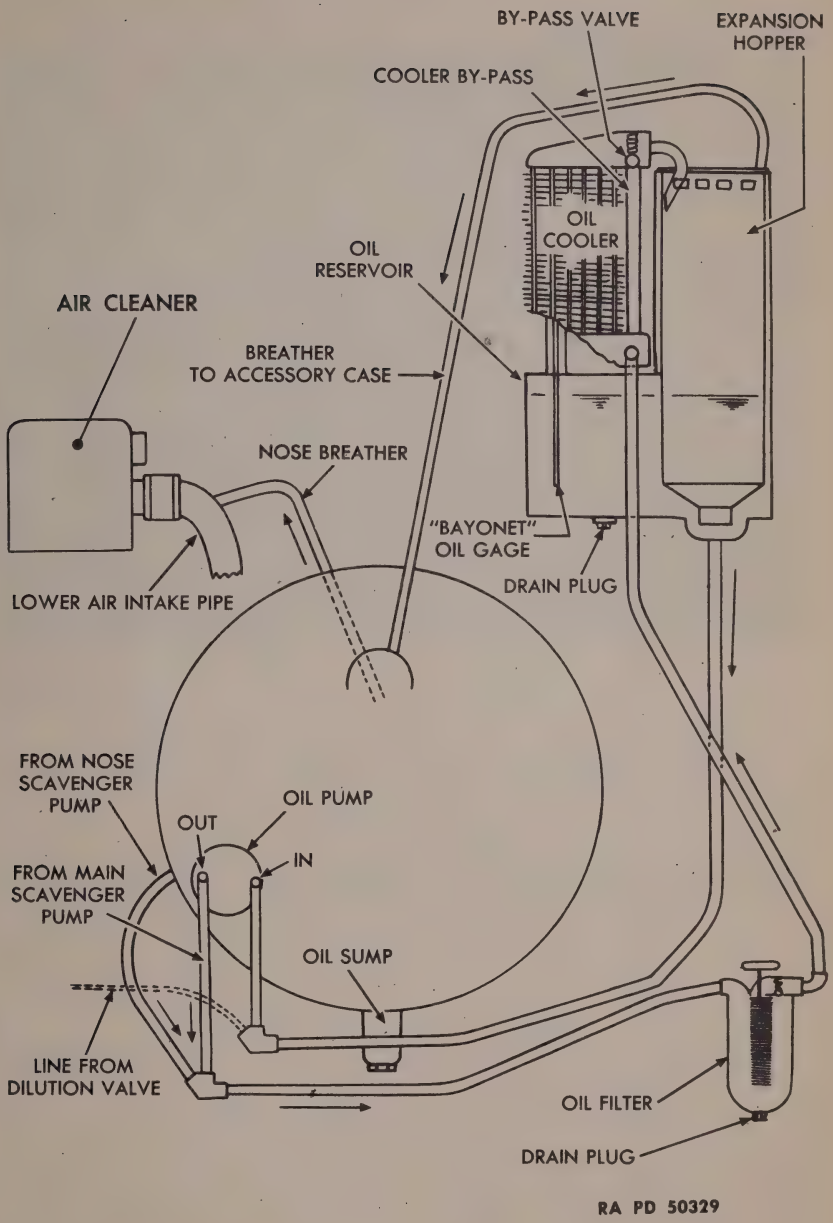

Figure 43—Engine Lubrication System
36. ENGINE LUBRICATION SYSTEM (figs. 43, 44, and 45).
a. In the engine lubrication system (fig. 43) the main oil supply is kept in an external tank, located at the right rear of the fighting compartment just ahead of the bulkhead. Oil is drawn from the bottom of this tank by means of the engine oil pump, entering through a finger strainer and being forced through the engine lubrication system. Oil returns to a sump which is emptied by a main scavenging line and a front scavenging line. Before returning to the engine oil tank, the oil is forced through a disk-type filter and then through an engine oil cooler, located on the fighting compartment side of the bulkhead just to the left of the oil tank. This cooler is equipped with a bypass to allow thick, cold oil to circulate without passing through the cooler. From the cooler the oil enters the tank through an expansion hopper at the right side of the oil tank.